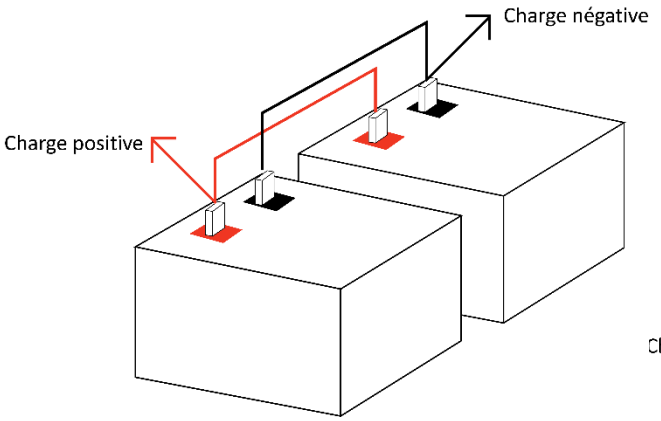
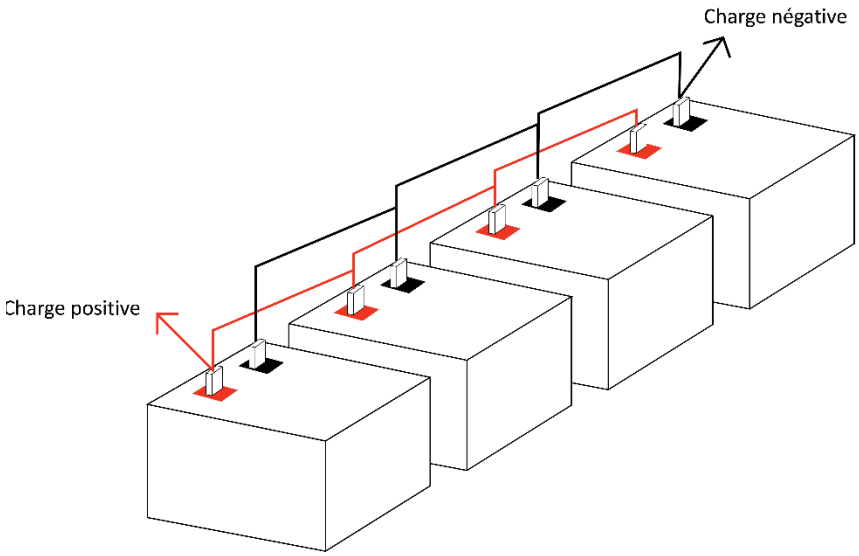

Figure 3.1 : *Deux batteries 8D connectées en dérivation pour créer un banc de batteries 12V 540Ah*
Figure 3.2 : *Quatre batteries 8D connectées en dérivation pour créer une banque de batteries 12V 1,080Ah*
7. Répétez les étapes 3 à 6 pour les batteries supplémentaires du système. Vous trouverez ci-dessous un exemple de connexion terminée dans les Fig. 3.1 et Fig. 3.2.